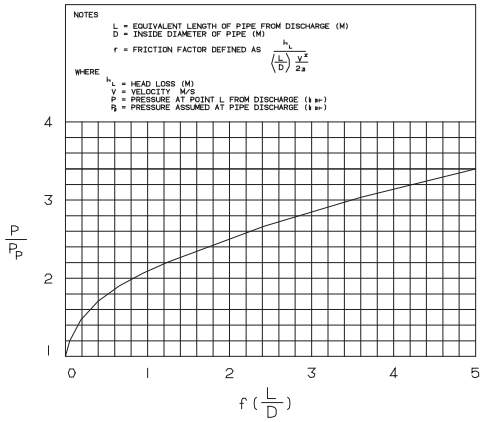

FIGURE 1
5.6.2 Estimate the steam conditions (pressure, enthalpy) at the boiler outlet expected during steam blow. From the curves on Figure 1, read the mass flow function, F_{30}. Calculate the mass flow, Q_c, as follows: